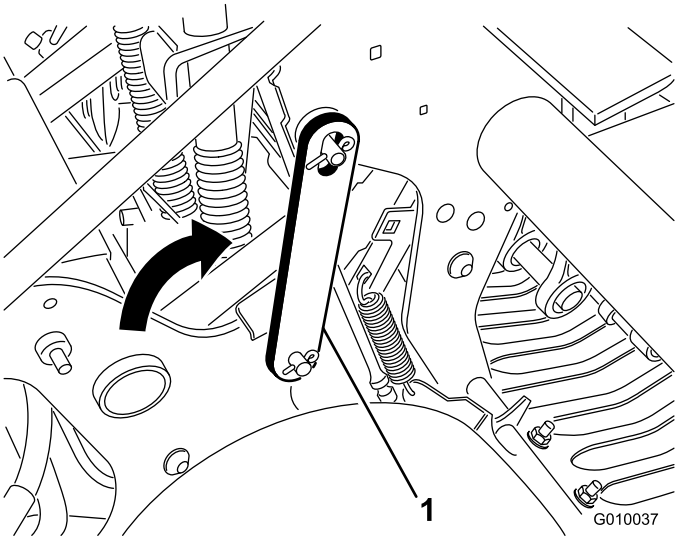

**Figuur 21**
3. Draai de onderhoudsvergrendeling naar achteren en steek deze op de pen van de beluchtingskop (Figuur 21). Vastzetten met de borgveer.